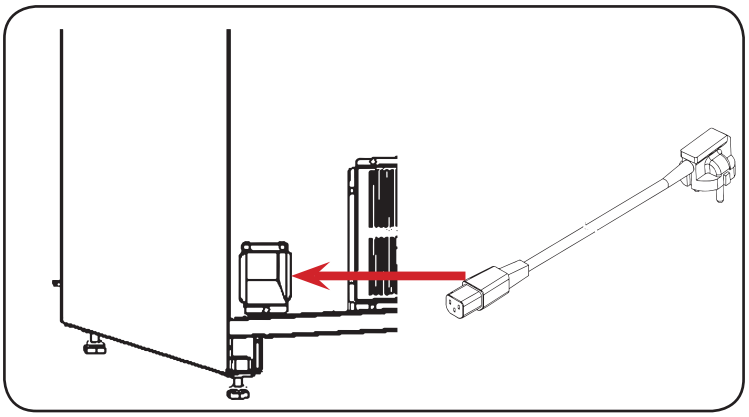

Figure 8 - Power cord connection
- connect the power cords in accordance with fig. 8;